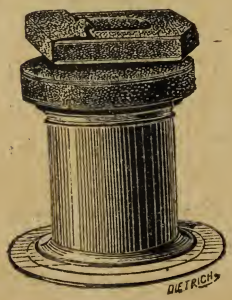

Fig. 9.
(1) Cet étui est placé sur l'objectif de la fig. 9.
L'objectif le plus employé est le *rectilinéaire aplanétique* que représente notre fig. 9. Cet objectif est formé de deux combinaisons de lentilles, symétriques, entre lesquelles se place le diaphragme. Le prix varie suivant qu'il est rapide ou extra-rapide. Le rectilinéaire rapide 9 × 12 coûte 30 fr., le 13 × 18, 45 fr., le 18×24, 75 fr. — *L'Extra-rapide* vaut 35 francs en 9×12, 60 francs en 13 × 18 et 100 francs en 18 × 24. Ces prix sont entendus avec les diaphragmes.